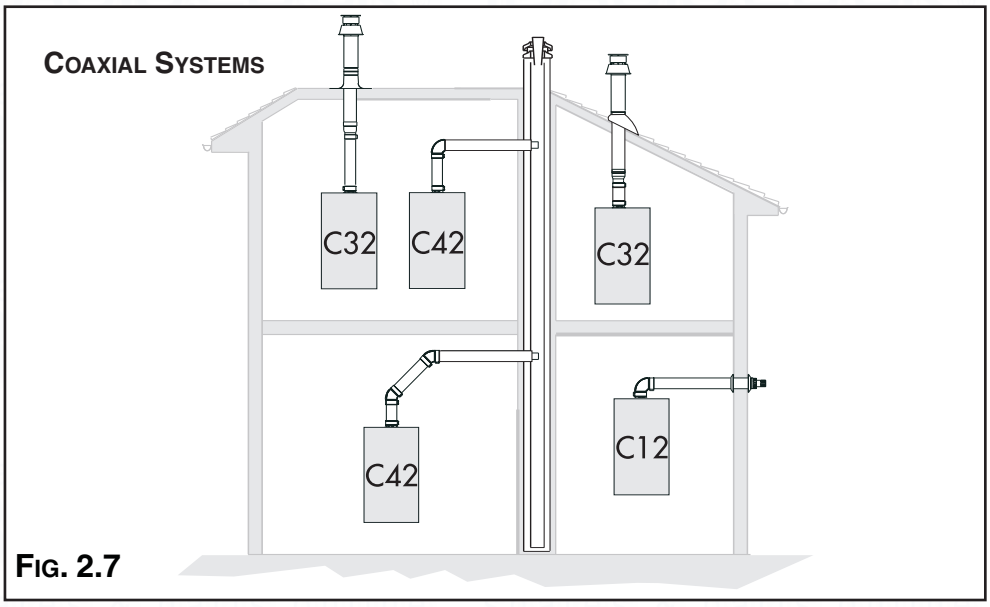
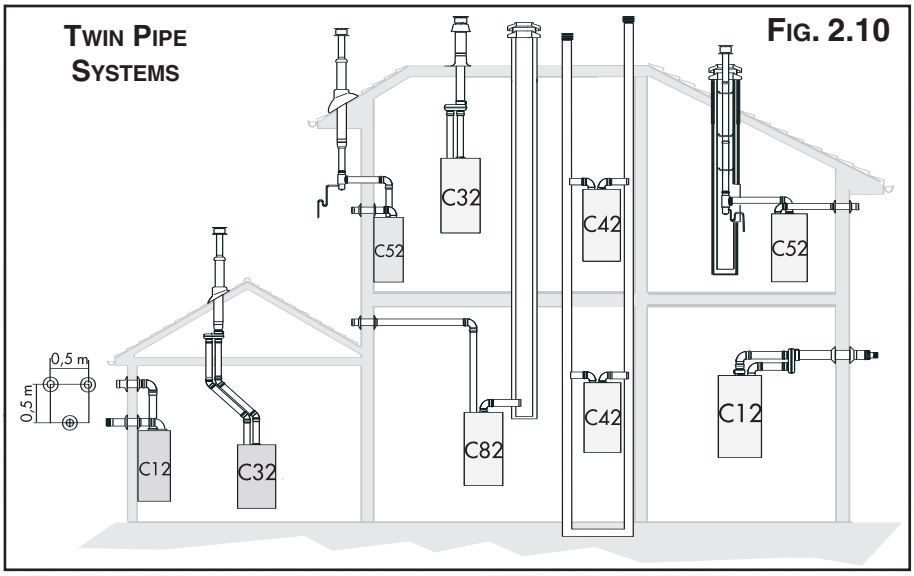

Fig. 2.7
Fig. 2.10
Fig 2.7 and **Fig 2.10** illustrate some of the various designs for coaxial or twin pipe flue systems.
1. Remove the bottom of the air intake by cutting it with a suitable knife (see **Fig. 2.7**);